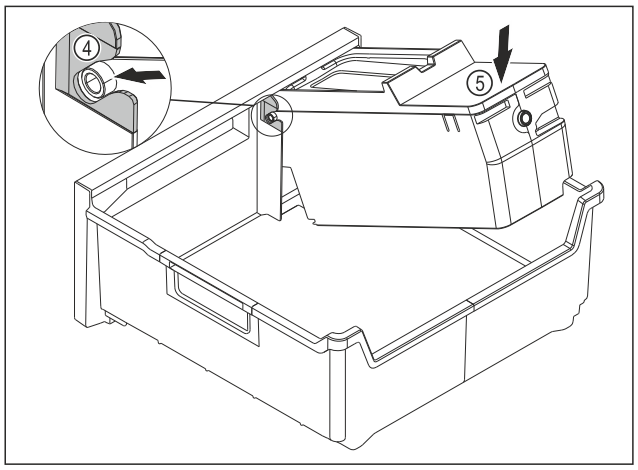

Fig. 109
▶ Installing the EasyTwist-Ice body: Push the axes for the EasyTwist-Ice body into the guides *Fig. 109 (4)*.
▶ Press the EasyTwist-Ice body *Fig. 109 (5)* down at the back.